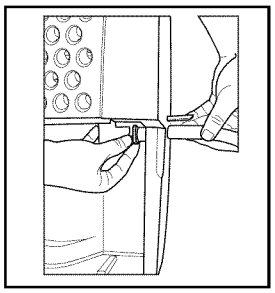

fig. 3
e. Screw the garden hose onto the threaded portion of the tray underneath the bucket opening. (fig.3)